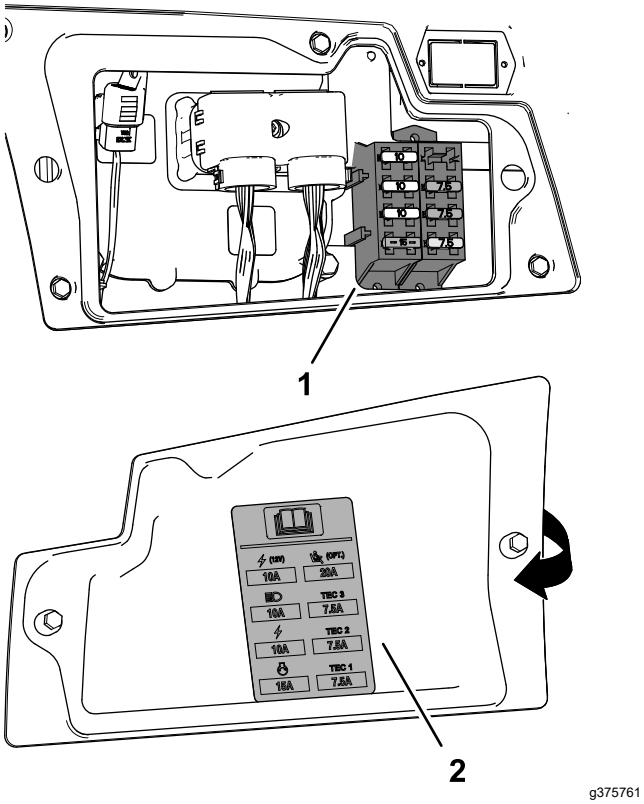

Figura 130
3. Înlocuii sigurana deschisă (Figura 130) cu acelai tip de sigurană, având acelai amperaj.